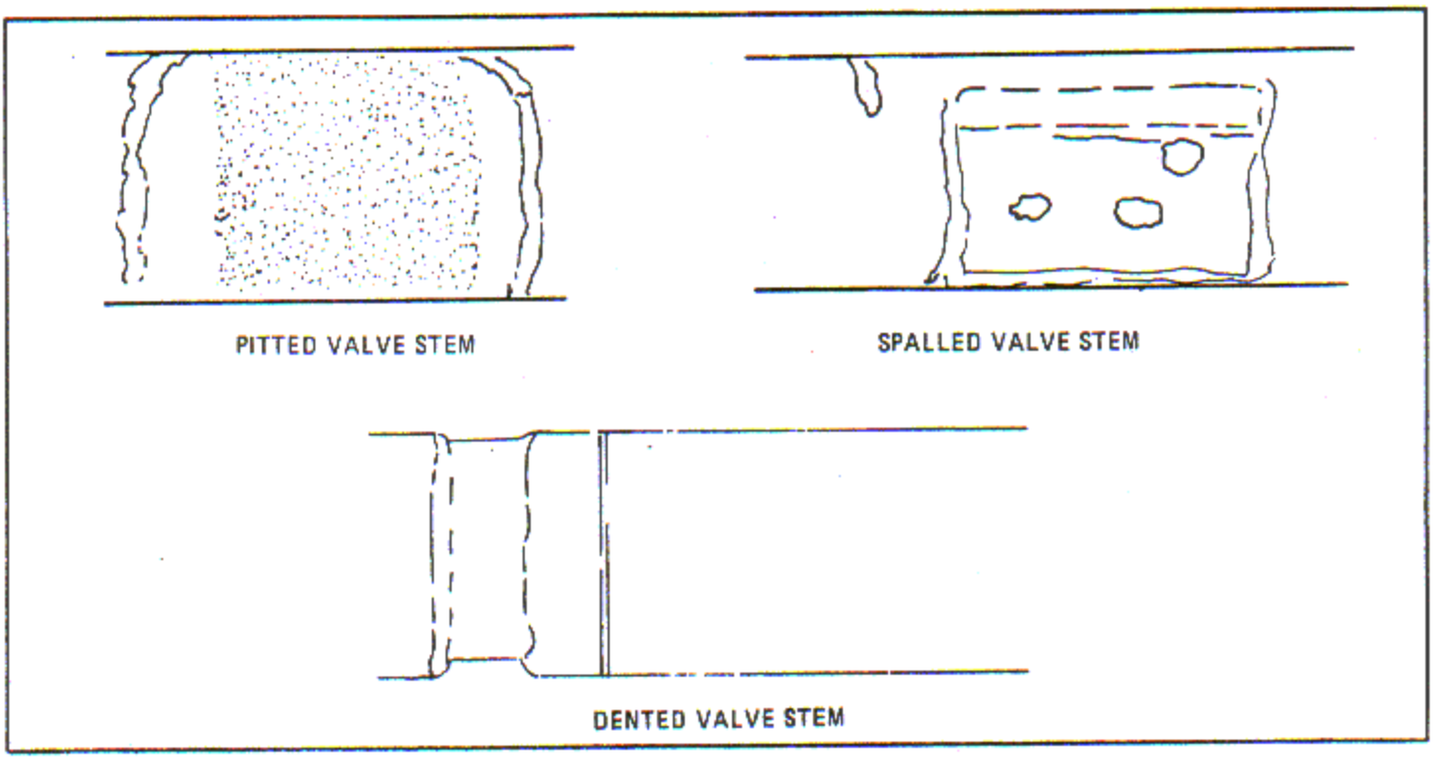

Figure 6-15. Inspection of Valve Stem
b. Figures 6-15 through 6-19 illustrate some of the various surface conditions found on service valves.
c. Stem pitting, figure 6-15: Small indentures caused by particles of metal breaking out due to corrosion or erosion. Accept valves with stems pitted as shown. Polish the stem lightly to remove sharp edges.
d. Stem spalling, figure 6-15: Surface metal separates in thin layers (nitrided stems) due to corrosive attack after engine shutdown. Accept valve stems having a maximum of two spalled areas, each area not exceeding 1/4 inch square
e. Stem dents and nicks, figure 6-15: Depression of surface metal without removal of material, but usually with abrupt change in surface. Most nicking and denting occurs during engine disassembly and parts handling. The valve stem shown was damaged by improper removal of the valve spring upper washer. Valves having stems which are not nitrided may be stoned to remove sharp edges. Refer to paragraph 6-134 for inspection of nitrided intake valves.